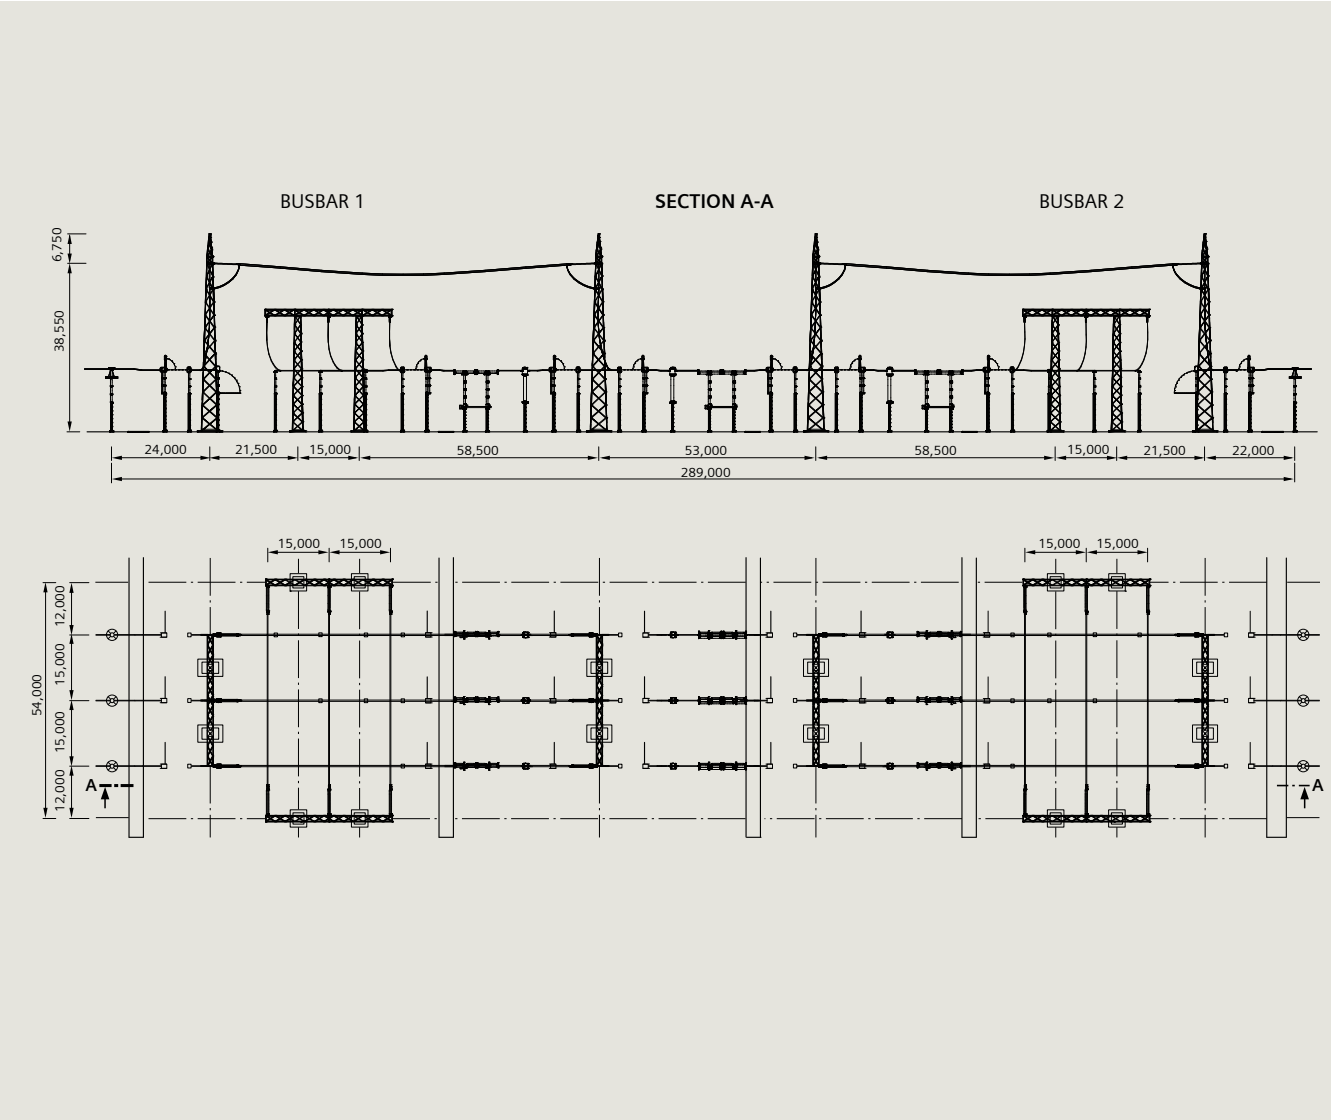

Fig. 3.1-21: One-breaker-and-a-half arrangement, 800 kV
- External busbar, feeders in-line with three conductor (fig. 3.1-21, fig. 3.1-22).